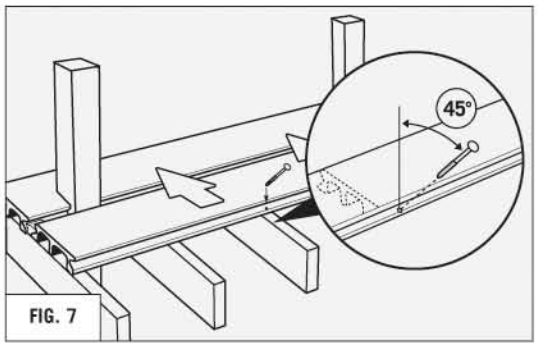

FIG. 7
- Attach or toe screw the deck board to the lumber substructure with a single #8 x 2" deck screw in the approximate middle of the board. Pre-drill into the deck board's lower lip at a 45° angle prior to installing screw. **(REFER TO FIG. 7)**